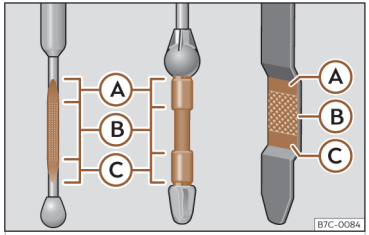

Abb. 223 Ölmessstab
Legende zur ››› **(Abb. 223)**:
- Den Messstab anschließend wieder herausziehen und den Ölstand ablesen ››› **(Abb. 223)**. Füllen Sie gegebenenfalls Motoröl nach.
- Wenn der Ölstand mindestens den Bereich ››› **(Abb. 223)** Ⓑ erreicht hat, vorsichtig den Deckel des Einfüllstutzen aufschrauben ››› ⓘ.